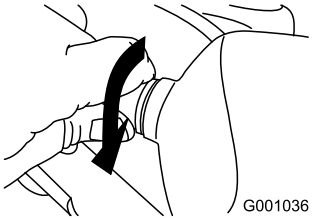

Figur 65
5. Drei lyspærens base med klokken til den sitter tett (Figur 65).